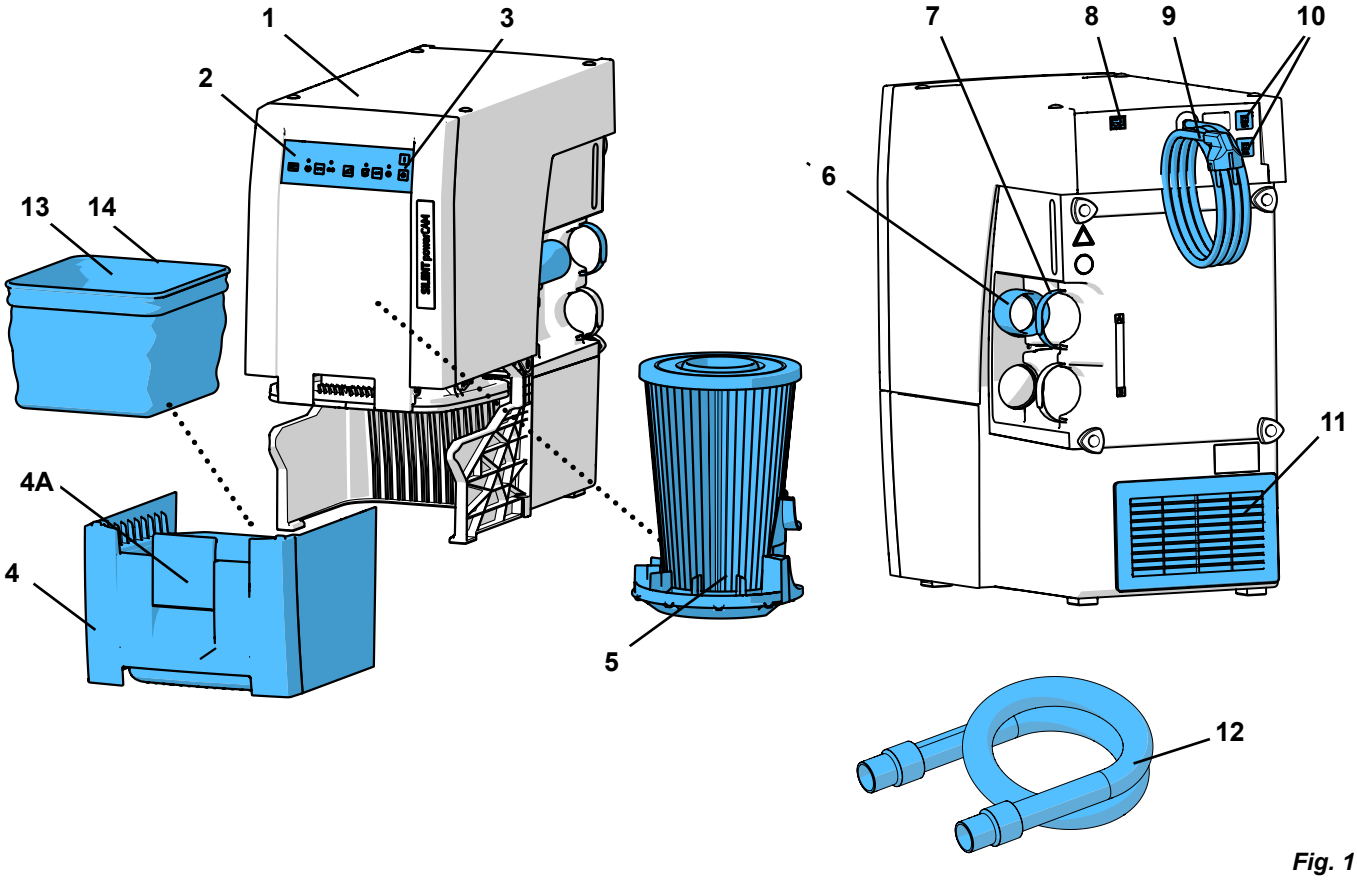

Fig. 1
- udsugningsluftudgangen (11, Fig. 1) ikke påvirkes.
- Ekstern udsugningsluftføring (A) (se kap. 4.6).
- Åbning i skabets bagvæg (B), min. 250 x 120 mm, direkte over for udsugningsluftudgangen (11, Fig. 1).
- Fjern skabets bagvæg (C), afstand mellem skabets bagside og væggen min. 50 mm.
⇒ Rul netkablet (9, Fig. 1), og sæt netstikket i bygningsinstallationens stikdåse.